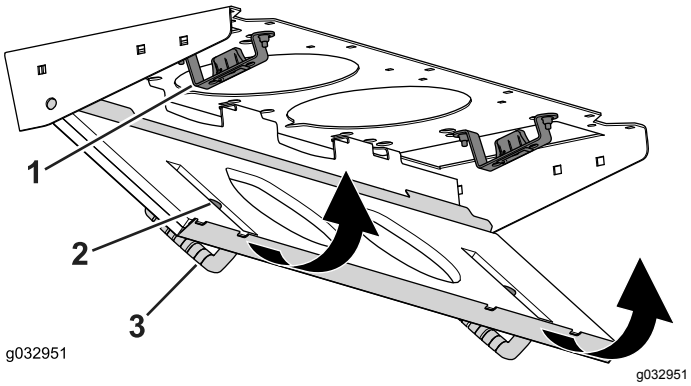

Figur 95
4. Drej filtersigten omkring tapperne, indtil låsen låses fast i låsebeslagsamlingen (Figur 95).